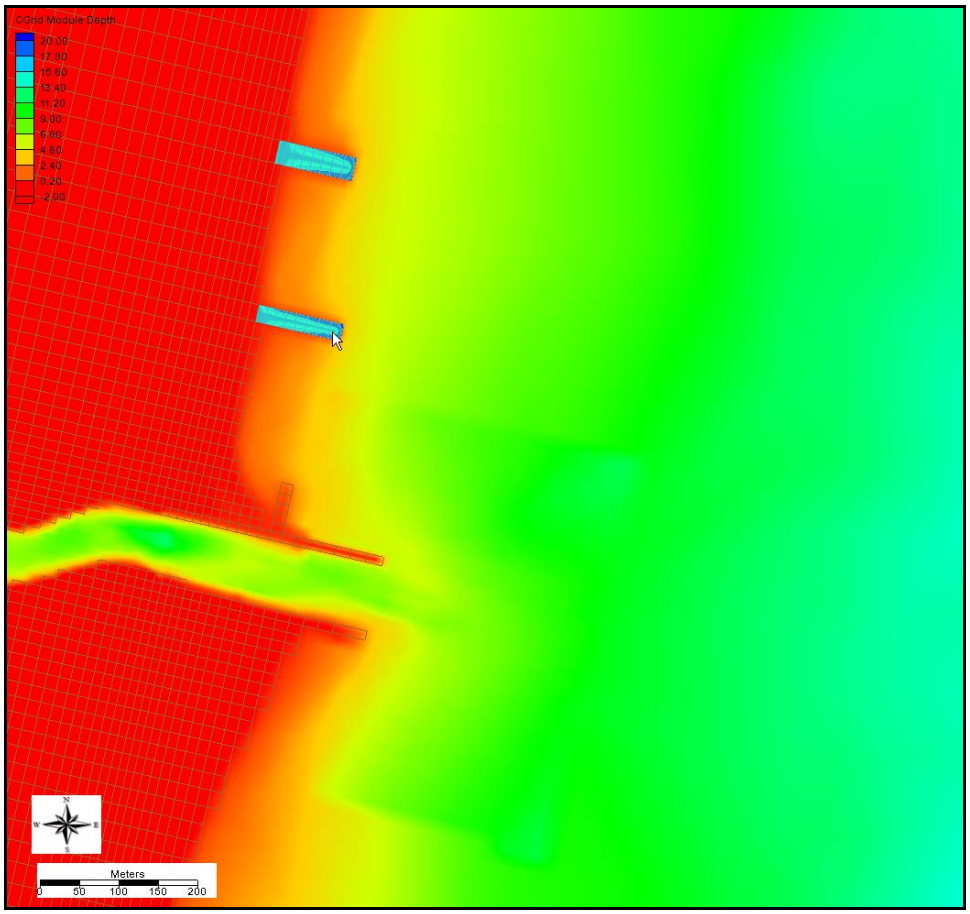

Figure 22. Modified North Jetty Groin and local notched groins to non-erodible land cells.
3. Highlight the ocean cells of the groin notches so that the entire groin is closed, rt-click and modify the cells to land cells, and change the Z values to -1.5m (Figure 22).